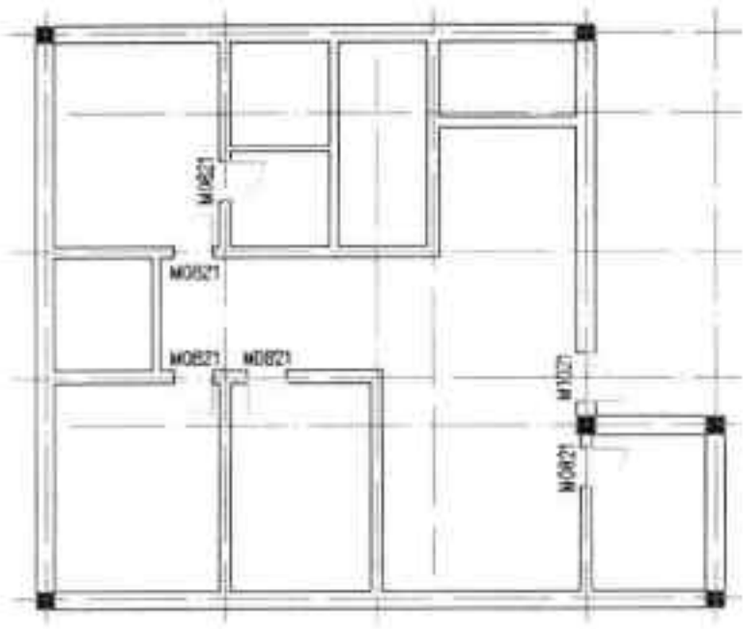

图16-146 插入房门图块
Step29 设置好后，将其插入室内墙体合适位置，结果如图 16-146 所示。